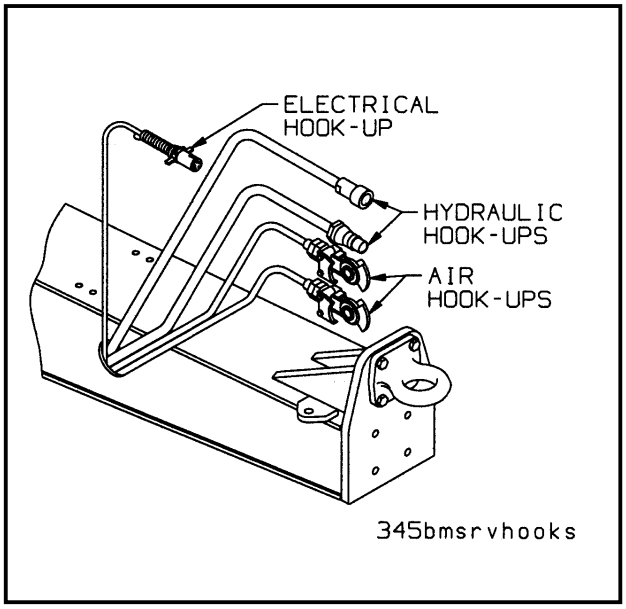

**Figure 3-1 Service Hookups**
**3-2.6** Connect the service and emergency air hoses of the towing vehicle to their respective gladhand on the towing truck. The towing vehicle's air hose couplings are attached and locked to the appropriate gladhands; **red emergency line to** the gladhand with the **"EMERGENCY"** tag, and the **blue service line to** the gladhand with the **"SERVICE"** tag **(See Figure 3-1)**.
**3-4.1** Connect the electrical receptacle on the front of the trailer to the towing vehicle **(See Figure 3-1).** Insure all lights function properly when energized by towing vehicle electrical action.